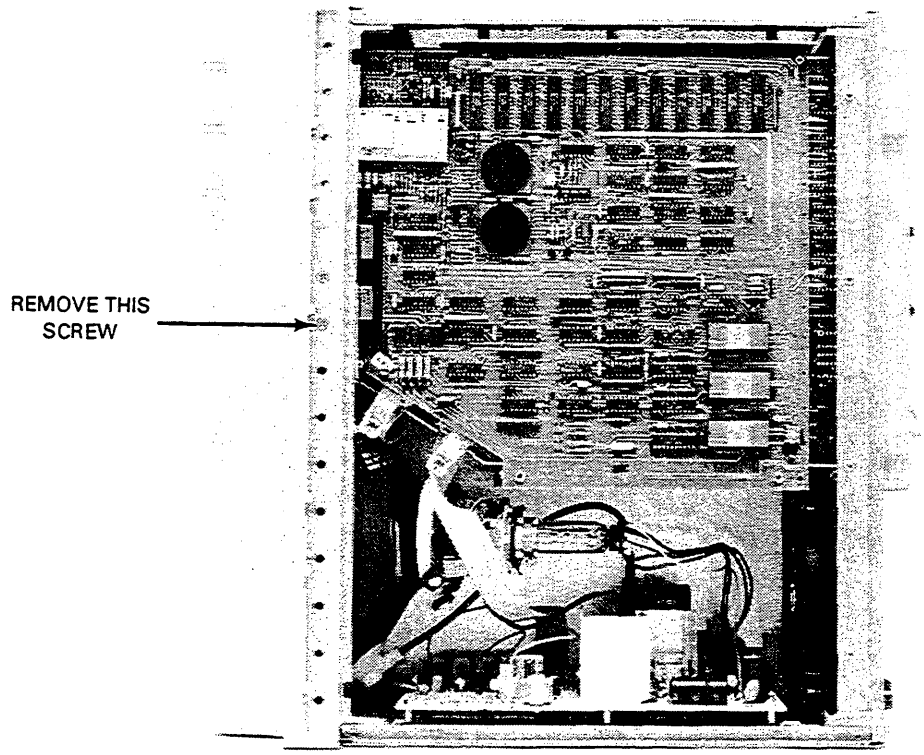

Figure 8-13.
b. Tilt the instrument on its side and remove the screw indicated in figure 8-13 and the bottom cover.